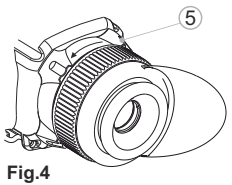

Fig.4
- Ruotare l'anello di bloccaggio dell'oculare **(5)** in senso antiorario fino a sentire un clic e rimuovere l'oculare **(Fig. 4)**.
- Far scattare la leva **(18)** dalla posizione iniziale **"APERTO"** di apertura alla posizione **"CHIUSO" (fig. 4)**. Verificare che l'adattatore sia inserito saldamente sulla lente dell'obiettivo.